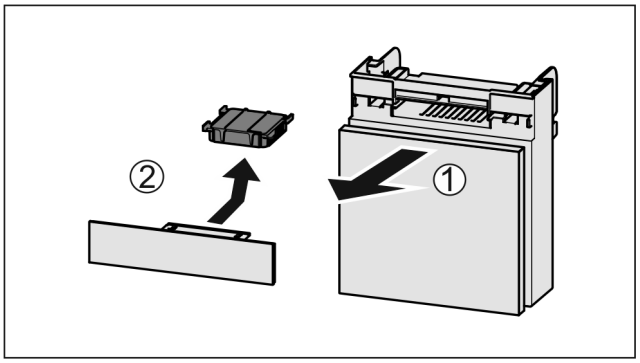

Fig. 138
▶ Pull out the compartment *Fig. 138 (1)*.
▶ Remove the carbon filter *Fig. 138 (2)*.